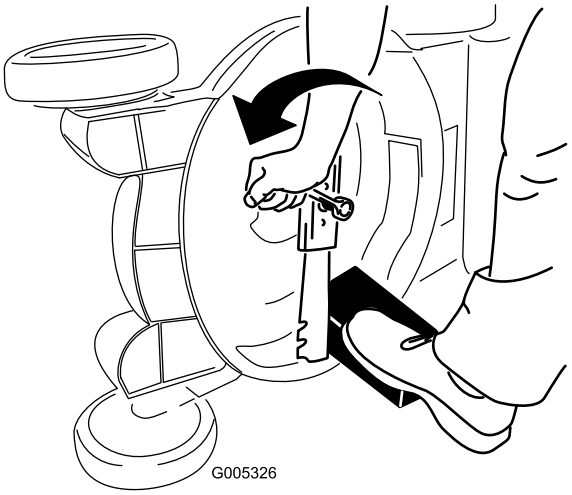

**Figur 48**
3. Brug en træklods til at holde kniven fast (Figur 48).
4. Afmonter kniven, men gem alle monteringsbolte og -møtrikker (Figur 48).